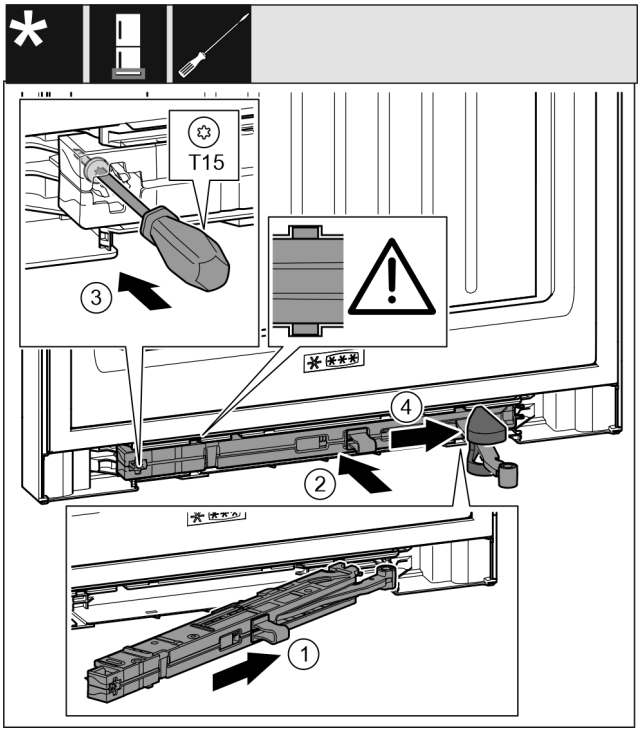

Fig. 42
- ▶ Iebīdiet slīpi durvju amortizatora mezglu *Fig. 42 (1)* gultņa balsta pusē līdz galam padziļinājumā.
- ▶ Iebīdiet durvju amortizatora mezglu *Fig. 42 (2)* pilnīgi padziļinājumā.
- ▶ Pieskrūvējiet skrūvi *Fig. 42 (3)* ar skrūvgriezi.
- ▶ Uzbīdiet pārsegu *Fig. 42 (4)* pāri šarnīram.